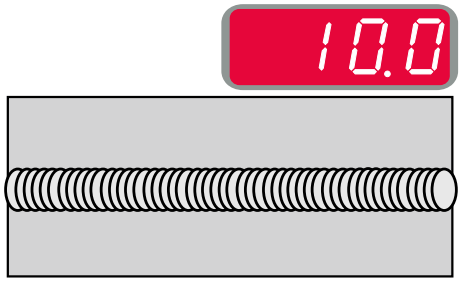

Figur 17
- Frekvens større end 0,0 – Smal svejsning og rilleafstand, hurtig transporthastighed. Figur 17 viser afstandssvejsning, når frekvensen er ”+10”.